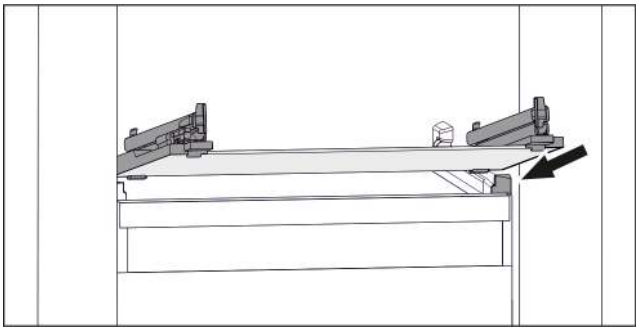

Fig. 47 Example illustration of glass shelf
▶ Position glass shelf at an angle behind the stoppers. (see Fig. 47)